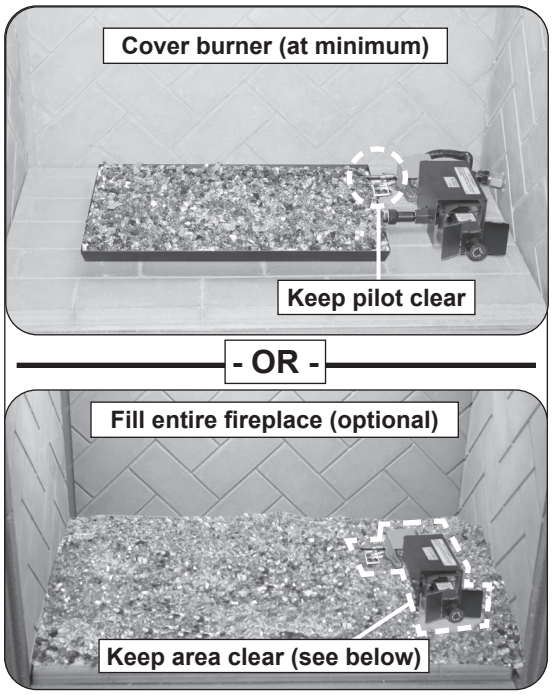

Fig. 20-1 Glass media placement
1. **After the required sand/vermiculite has been placed,** pour the glass media (glass, gems) so that the burner pan is filled completely and evenly (see Fig. 20-1).
- **DO NOT place any glass media directly on the pilot assembly, on or within the heatshield(s), or under a knob if one exists at the front of the valve (see Fig. 20-1 and Fig. 20-3).**
2. Complete placement by pouring the remaining glass media on the floor of the fireplace, around the front, rear, and sides of the burner system (see Fig. 20-1).